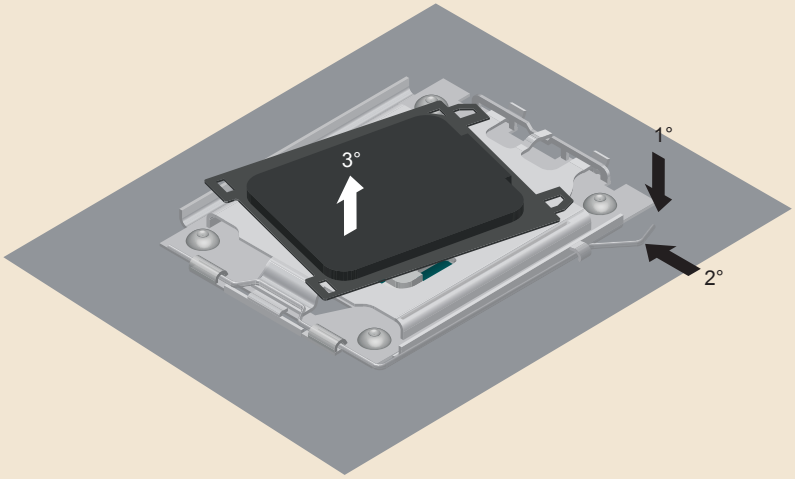

Figura 15.14: Trave a alavanca lateral e remova a proteção plástica.
9. Trave a alavanca lateral, movendo-a ligeiramente para o lado e colocando-a abaixo da moldura metálica, como ilustrado na Figura 15.14. A proteção plástica que vem instalada na moldura do soquete se desprenderá, e você deverá removê-la após prender a alavanca.